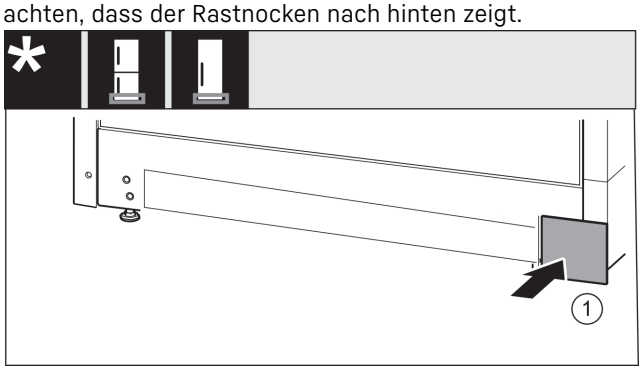

Fig. 18
- ▶ Abdeckung *Fig. 18 (1)* auf der anderen Seite wieder aufsetzen.